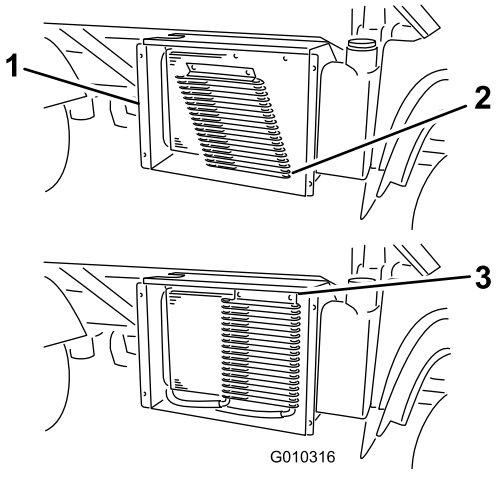

Figur 60
3. Roter låsen og drej oliekøleren væk fra køleren (Figur 60), hvis det er monteret således.